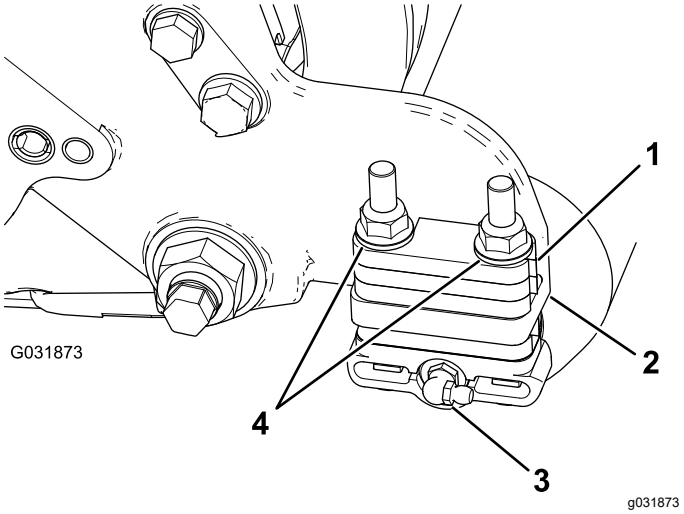

図 9
1. ローラブラシハウジングのついているカッティングユニットの側面からグリスフィッティングを外す図 9。
3. 各ローラブラケットをサイドプレートに固定している2 本のフランジロックナットを外す図 9。